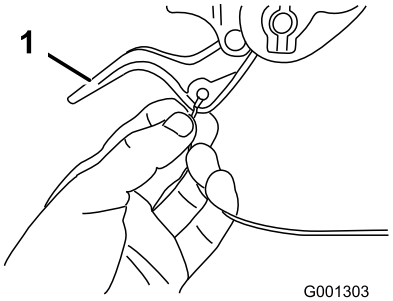

Figur 7
2. Før enten den venstre eller høyre kabelen over det nedre håndtaket og før inn kabelendene i hullene i den motsvarende hjulclutchspaken (Figur 7).